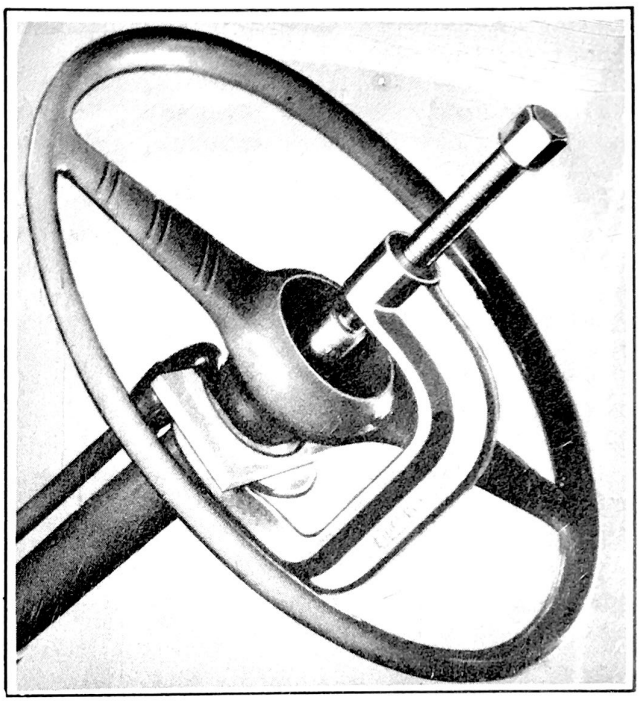

Figure 349 - Removing Steering Wheel
10. Remove steering wheel nut and steering wheel with puller J 739 and adapter J-739-7, Fig. 349.